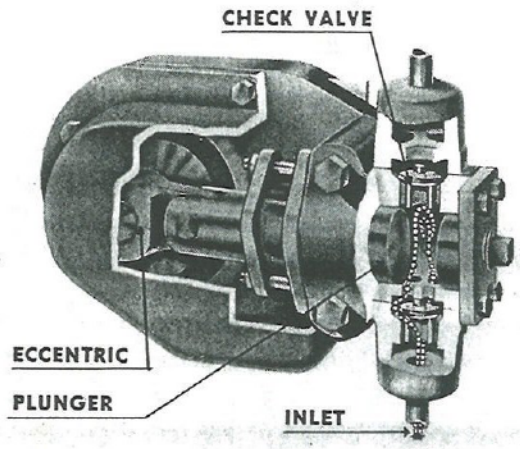
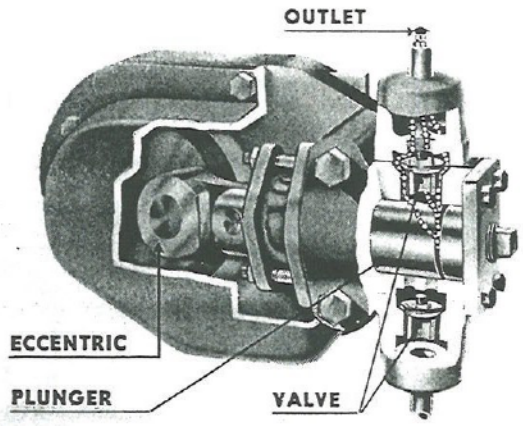

Fig. 34. Fuel Pump on Intake Stroke
Fig. 35. Fuel Pump on Discharge Stroke
b. The suction stroke of the piston draws oil into the cylinder, as shown in Fig. 34. The suction also opens the suction valve and, at the same time, holds the discharge valve closed. At the completion of the suction stroke, the fuel is in front of the piston, as shown in Fig. 35. Then it starts on its discharge or delivery stroke, developing a pressure which keeps the suction valve closed and opens the discharge valve when the proper amount of pressure has been reached.